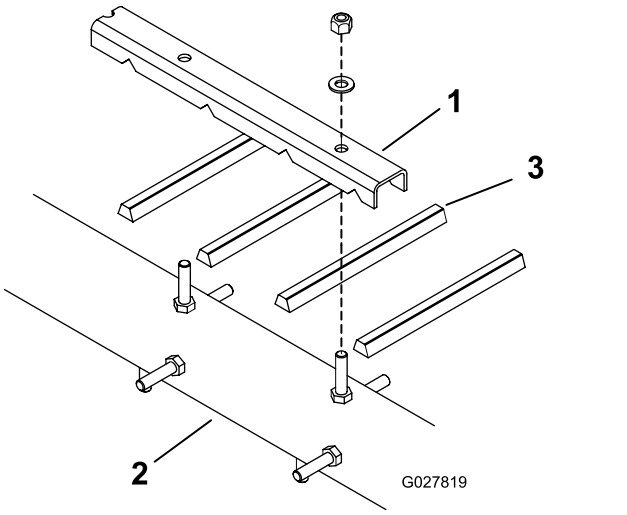
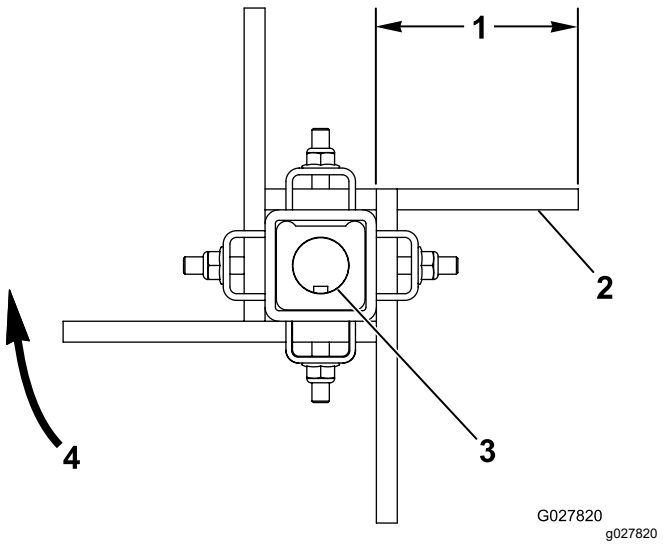

Figuur 11
Figuur 12
1. Draai de moeren en ringen los waarmee de vingergrepen aan de rotor zijn bevestigd (Figuur 11 en Figuur 12).
3. Plaats nieuwe riemvingers (Figuur 11 en Figuur 12). De riemvingers steken ongeveer 10 cm uit de vingergrepen.